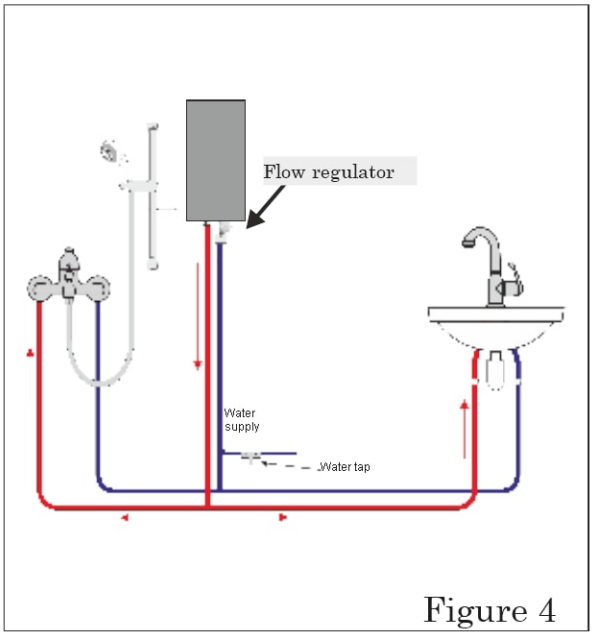

Figure 4
***Hydraulic connection of the "pressure" line type for the supply of hot water to several points of use (Figure 4).***
***⚠ Attention: The length of the hot-water pipes from the heater to each point of use must not exceed three (3) metres. The appliance supplies a sufficient quantity of water for only one point of use, and not for all points of use at the same time.***